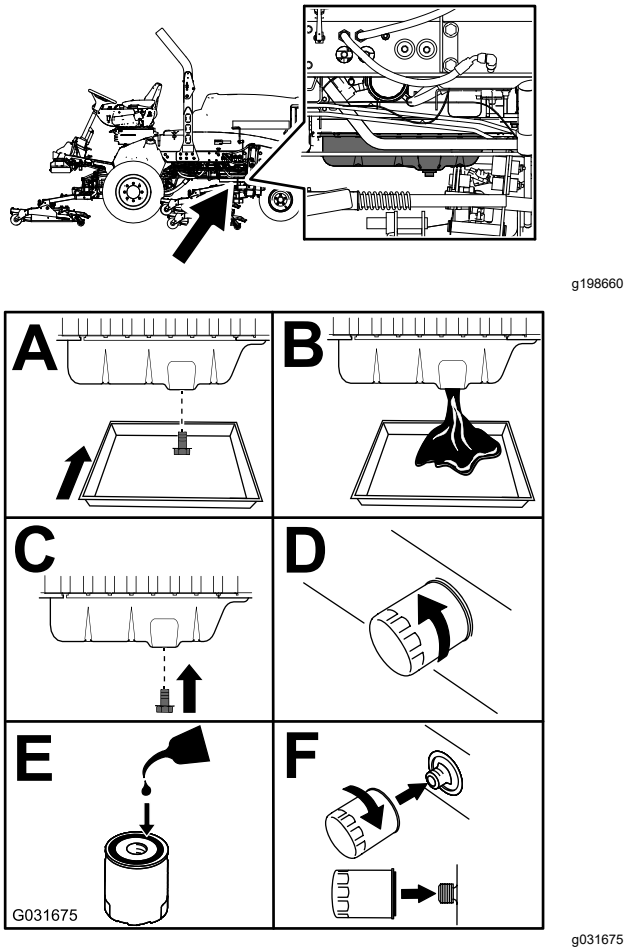

Figuur 91
3. Ervers de motorolie en vervang het filter (Figuur 91).